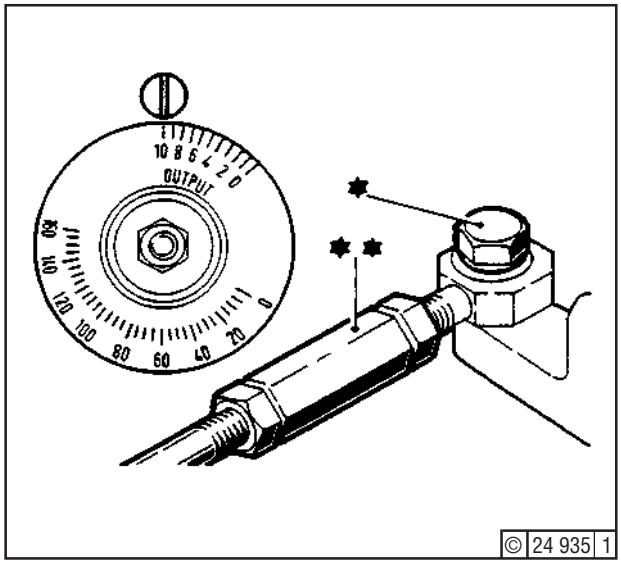

Fig. 13
10. Turn governor to graduation (10) - Fig. 13 - and secure link C1 to point A5 (*). Adjust length of link at point C5 (**) to ensure freedom from internal stressing.